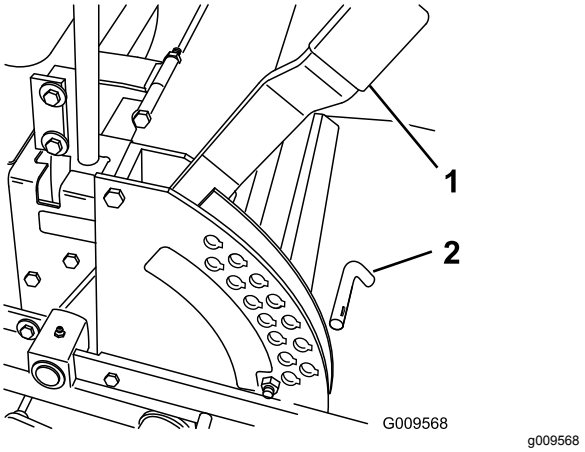

Figur 28
1. Flytt klippehøydespaken til TRANSPORT-stillingen (samme som klippehøyden på 127 mm) (Figur 28).
2. For å justere fjerner du bolten fra klippehøydebraketten (Figur 28).
3. Velg det hullet i klippehøydebraketten som svarer til ønsket klippehøyde, og sett inn pinnen (Figur 28).